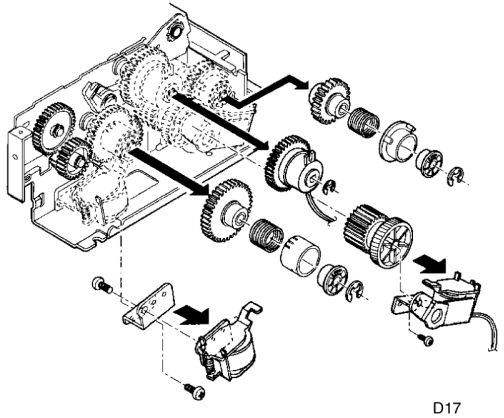

Рисунок 2. Снятие муфт и соленоидов
4. (Рисунок 2): Снимите показанные на рисунке соленоиды и муфты. Отложите их вместе. Будьте особенно внимательны с пружинами, поскольку они разные.